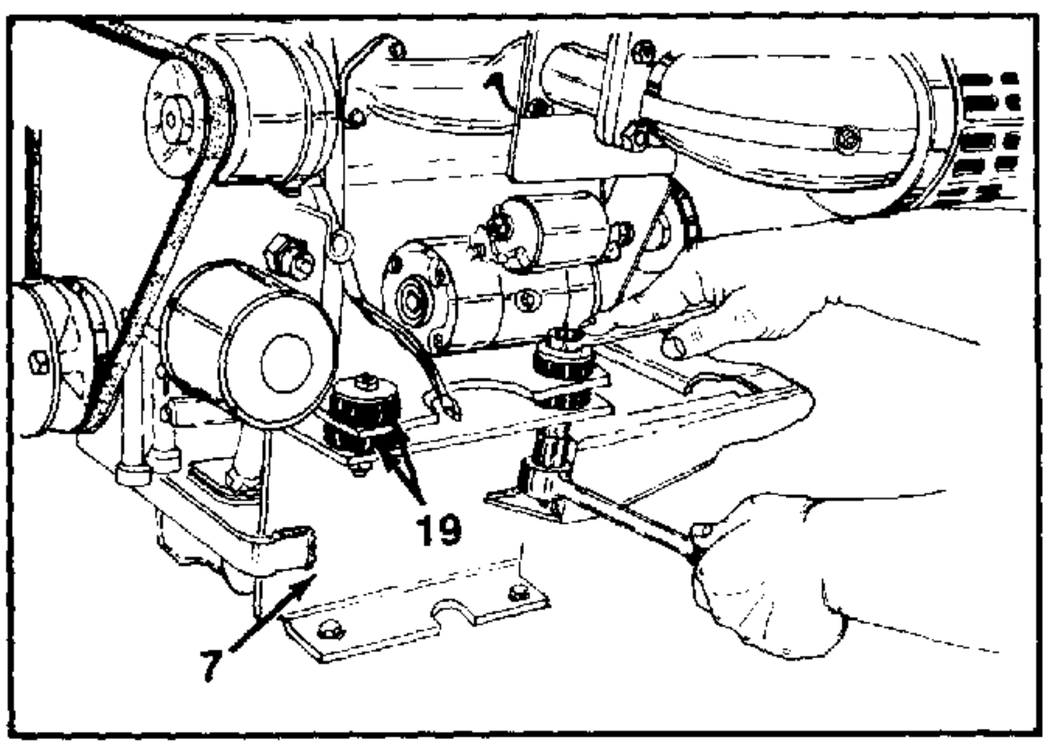

FIGURE 11.
12. Remove the four iso/mounts from engine and engine craddle. See figure 11.